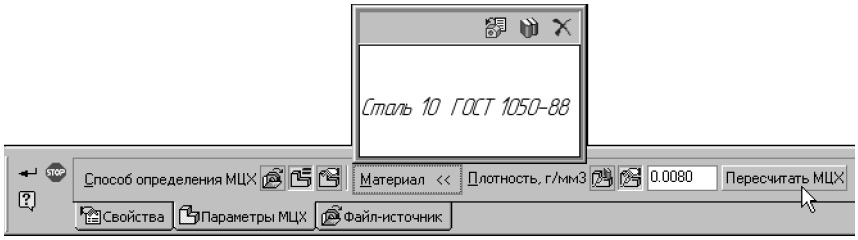

Рис. 94.7. Задание плотности компонента-детали
- Если компонент — деталь, то для него возможно задание материала и плотности (см. раздел 94.1.1 на с. 96) (рис. 94.7). Указанная плотность будет использована для всех тел детали, которым не задана собственная плотность.